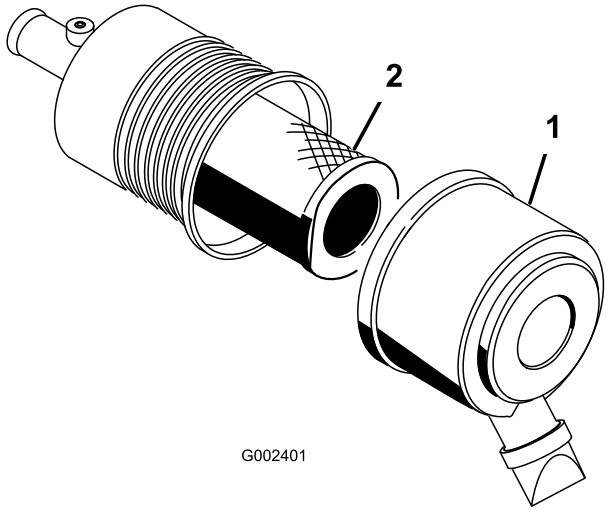

Figur 42
1. Lossa spärrhakarna på luftrenaren och dra av luftrenarkåpan från luftrenarhuset (Figur 42).
4. Dra försiktigt ut huvudfiltret ur luftrenarhuset (Figur 42). Undvik att knacka filtret mot sidan på luftrenarhuset.
7. Om du byter ut säkerhetsfiltret ska du försiktigt skjuta in det nya filtret i filterhuset (Figur 42).
8. Skjut försiktigt in huvudfiltret över säkerhetsfiltret (Figur 42). Kontrollera att det sitter ordentligt genom att trycka på filtrets yttre kant medan du monterar det.
9. Sätt tillbaka luftrenarkåpan med den sida som är markerad UP vänd uppåt och fäst spärrhakarna (Figur 42).